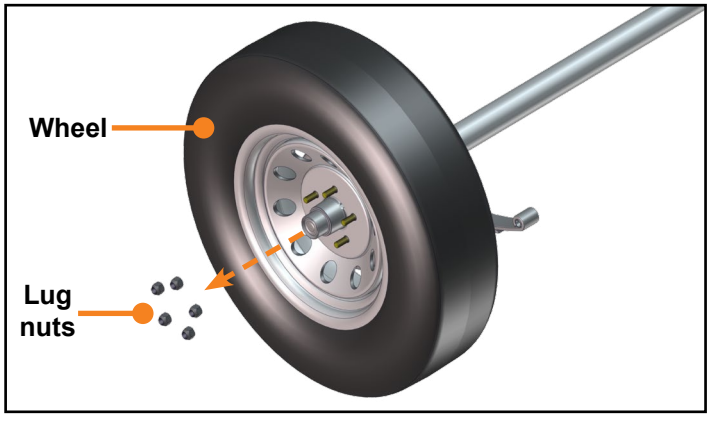

Fig.1
2. Remove the lug nuts from the wheel and set aside **(Fig. 1)**.